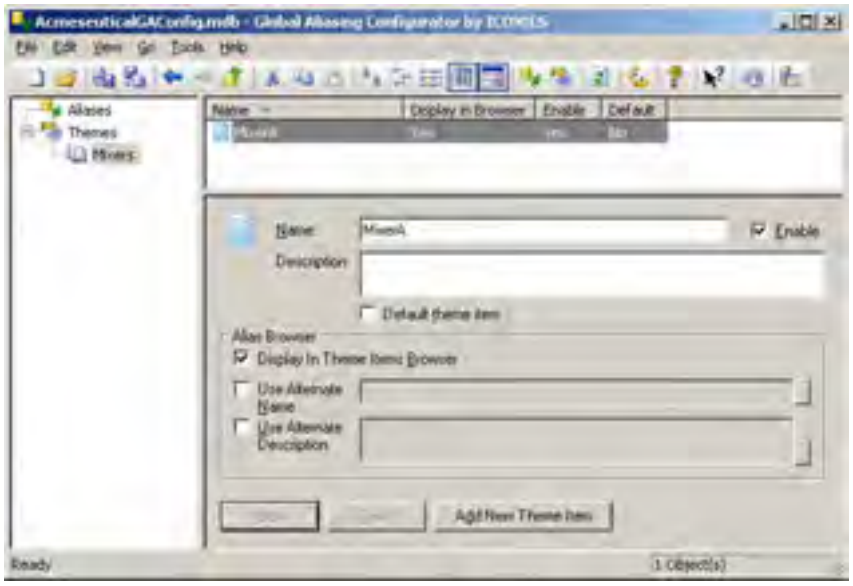

Figure L13.3 - New MixerA Theme Item
5. In the right-hand pane, change the Name field to read "**MixerA**" as depicted in Figure L13.3.